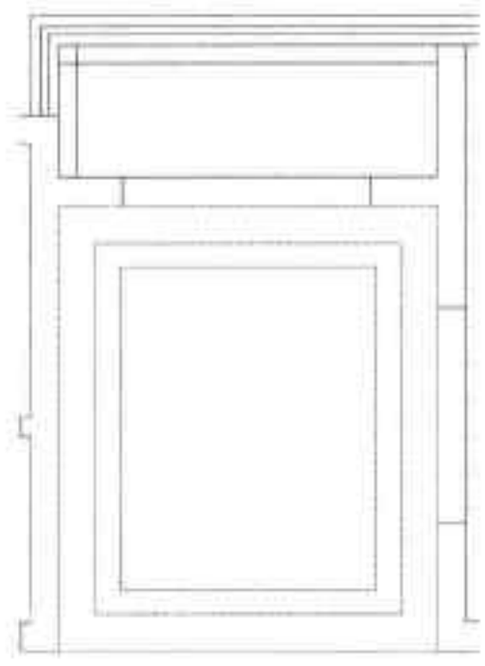

图19-57 偏移轮廓线
Step 04 执行“偏移”命令，将轮廓线向内偏移 150mm，如图 19-57 所示。